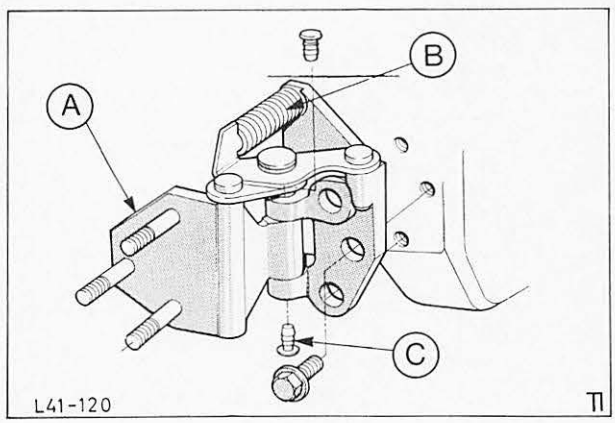

Abb. 52 Türscharnier und Feststellfeder
2. Scharnier in Öffnungsstellung bringen und Feder vorsichtig entfernen, Abb. 52.